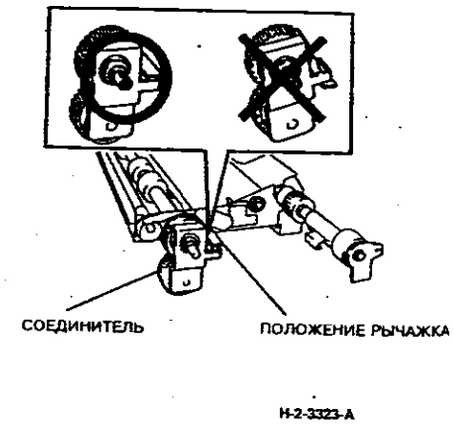

**Рисунок 4. Правильное положение рычажка**
1. (Рисунок 4) Проследите за тем, чтобы покрытый пластиком рычажок в соединителе находился под пружиной тракта подачи и регистрации бумаги.